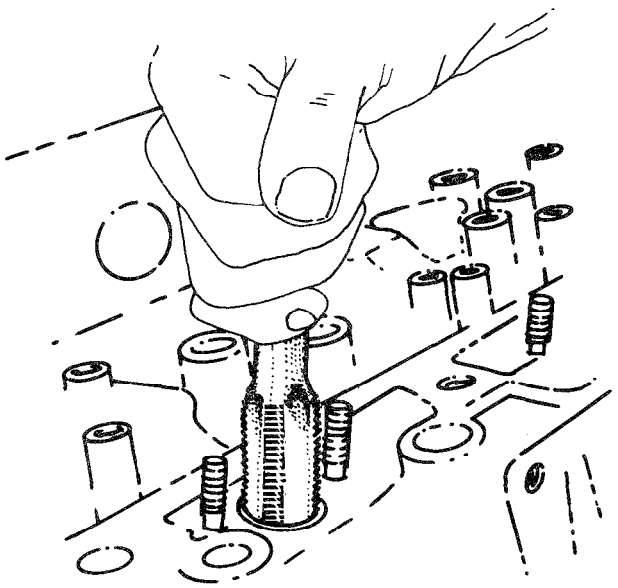

Fig. 10 — Cutting Threads into Nozzle Sleeve
a. Use a ⅞in-9 NC tap to cut a thread in the sleeve (see fig. 10).